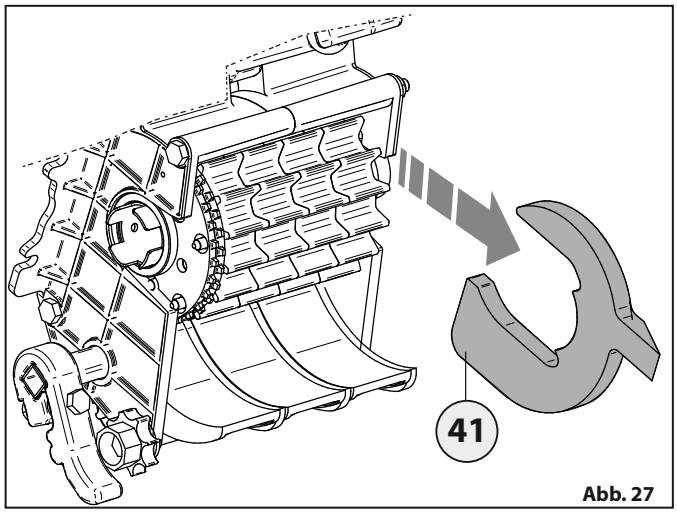

Abb. 27
- Den Rollentrenner **41** „Abb. 27“ herausziehen.